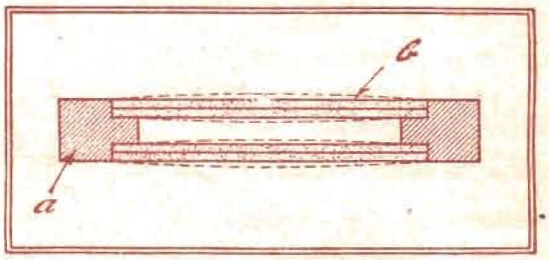

*Fig. 1. Den piezoelektriska »ljudcellen» i genomskärning. a bakelitram, b kristallelement.*
*Fig. 1. Oscillogram över svängningarna hos en kippgenerator, upptagna med ett katodstrålrör. För television höjes kippfrekvensen, så att de ljusa linjerna (bildlinjerna) komma kant i kant och hela ytan blir lysande.*
Ljudcellen visas i genomskärning i fig. 1. Den utgöres av två bimorfa kristallelement, insatta i en ram av bakelit på sådant sätt, att en liten, hermetiskt sluten luftkammare bildas mellan kristallelementen. Elektroderna till dessa äro inbördes parallellkopplade. Mikrofonen, som i vinjettbilden visas med avlägsnat hölje, utgöres av tio stycken dylika celler, monterade över varandra. Ljudvågorna inkomma i pilarnas riktning. Vid denna mikrofon inträder ej någon resonans förrän vid 10.000 p/s. I laboratoriemodeller har man lyckats höja resonansen till 20.000 p/s.
Ljudvågorna bestå som bekant av förtätningar och förtunningar i luften, följande successivt på varandra. Då en »förtätning» ligger mellan cellerna i mikrofonen, pressas kristallelementen i varje cell mot varandra (se fig. 1), varvid en elektromotorisk kraft uppkommer. I nästa ögonblick ligger en »förtunning» mellan cellerna i mikrofonen, varvid en elektromotorisk kraft i motsatt riktning uppkommer. Vi få alltså en växelspänning, som motsvarar talet eller musiken. Denna spänning kan påläggas gallret i ett förstärkarrör. Eventuellt användes en anpassningstransformator. Genom kombinerad parallell- och seriekoppling kan man få ett lämpligt inre motstånd hos mikrofonen.
mottagarsidorna. Katodstrålens avlänkning i sidled åstadkommes medelst kippgeneratorer, som alstra noggrant sågtandformiga avlänkningsspänningar eller avlänkningsströmmar (se fig. 1), allteftersom det är fråga om elektrisk eller magnetisk avlänkning (avlänkningsplattor resp. avlänkningsspolar). Båda slagen av avlänkning ha omsorgsfullt studerats och den magnetiska avlänkningen utvecklats till full användbarhet. Denna avlänkningsmetod medför en avsevärd förenkling av katodstrålröret, eftersom inga avlänkningsplattor erfordras.